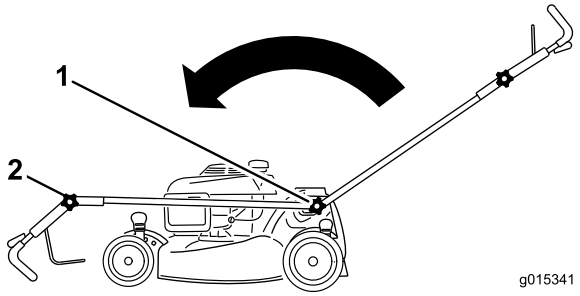

Figure 40
1. Loosen both handle knobs that attach the handle to the chassis until you can move the handle freely (Figure 40).
2. Move the handle forward as shown in Figure 40.
3. Loosen the upper handle knob and fold the upper handle as shown in Figure 40.